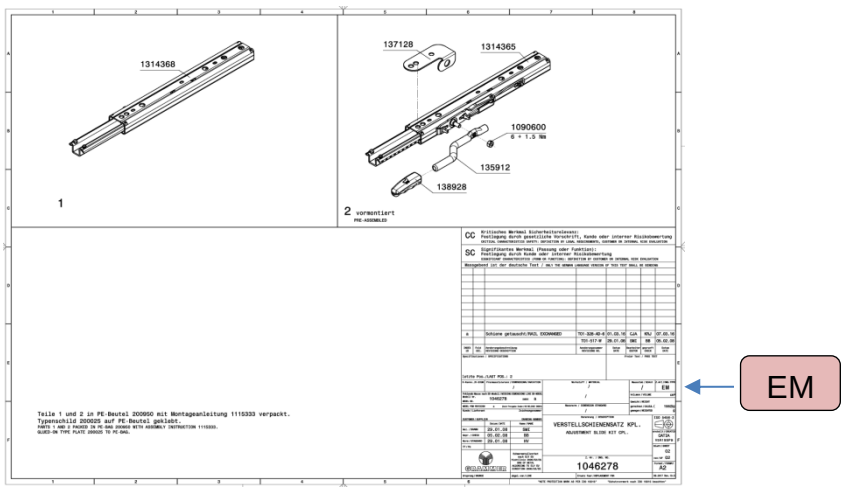

Figure 9.3.2
- **Sheet 2 *(see Figure 9.3.2)* of the spare part drawing**